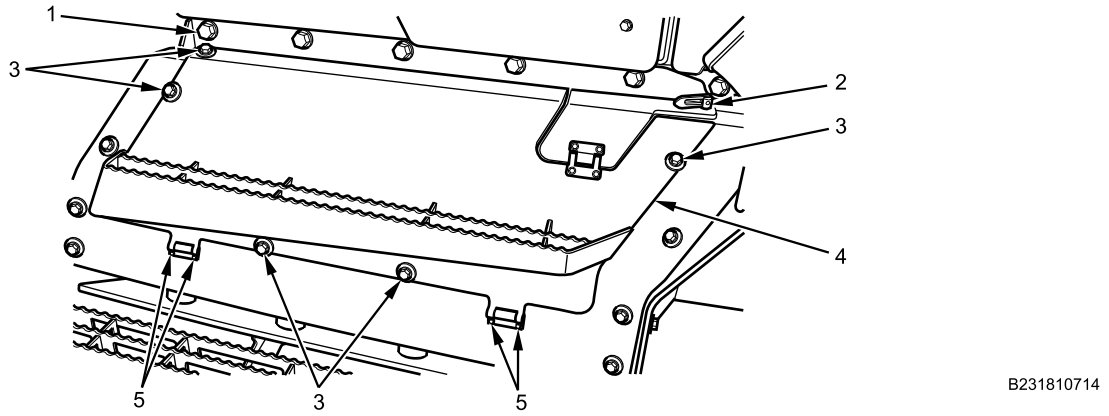

Figure 4. Exterior Battery Box Armor Door.
3. With assistant, install battery box armor door (Figure 4, Item 4) with four hinge bolts (Figure 4, Item 5). Tighten securely.
4. Secure battery box door (Figure 4, Item 4) with five bolts (Figure 4, Item 3) and washers. Tighten securely.
5. Move access door lever (Figure 4, Item 2) to down position.
6. Install rear cab body bolt (Figure 4, Item 1).